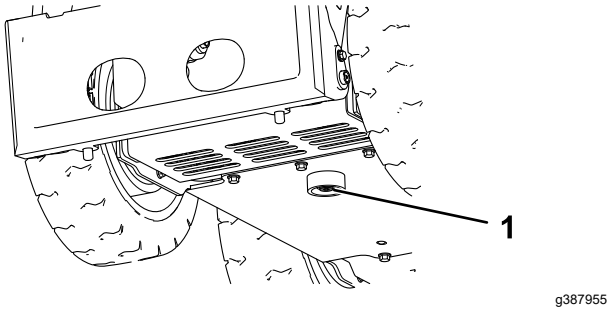

Figuur 43
1. Bout (2)
6. Verwijder de aftapplug uit de onderkant van de hydraulische tank en laat alle vloeistof weglekken (Figuur 43).